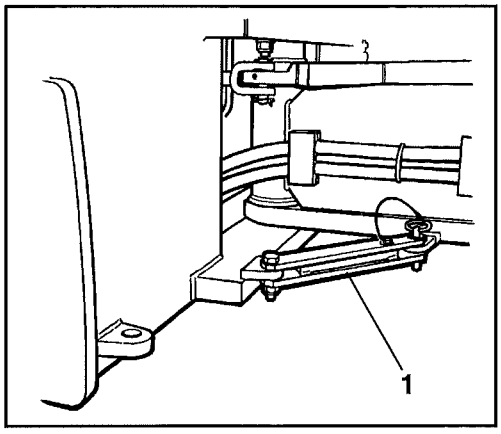

Fig. 32 ***Vänster sida av styrled***
1. Lås styrleden enligt fig 32.